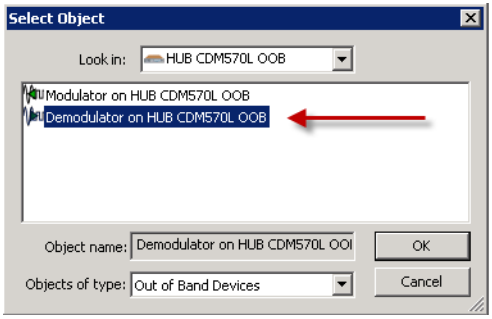

Figure 7-26 Select Return Path Demodulator, Custom
14. Again, navigate the Select Object window and select the target device, as shown in figure 7-26.